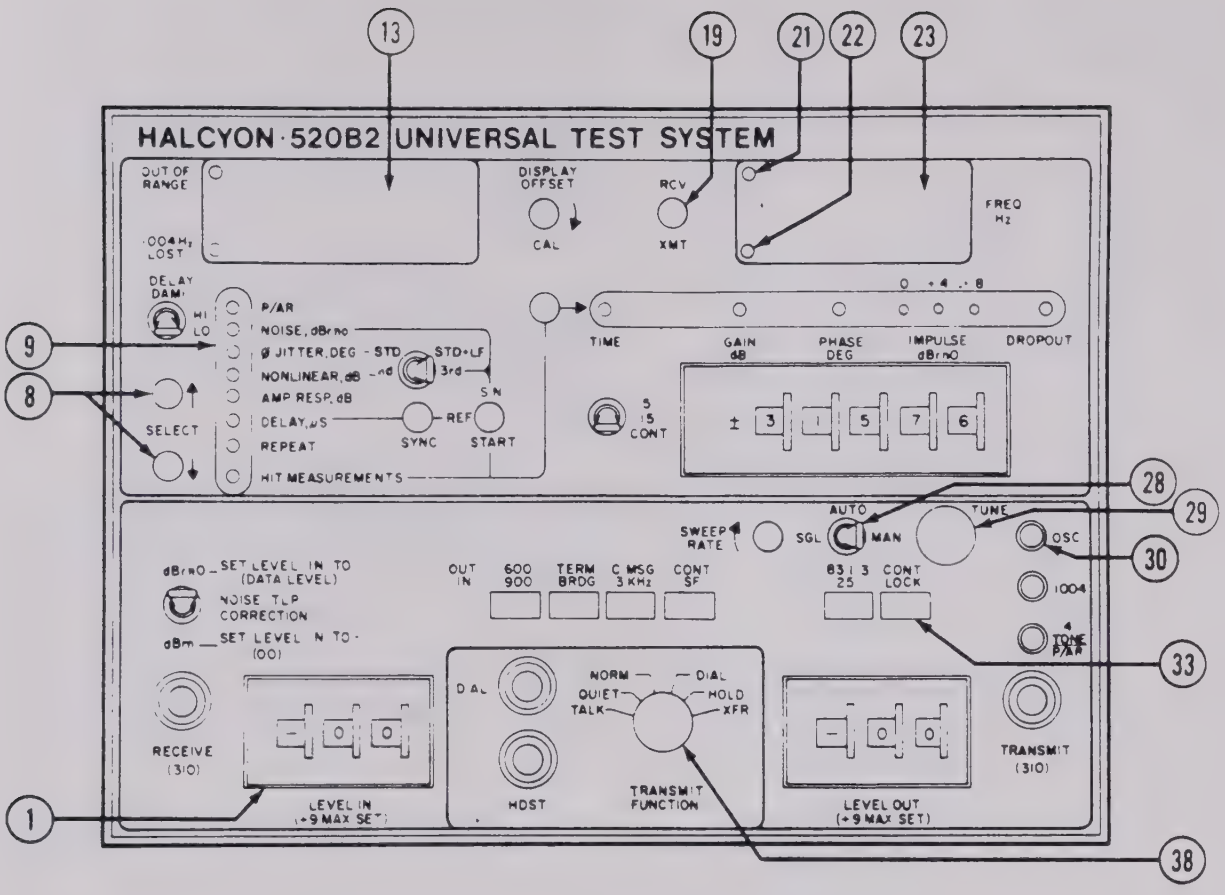

Figure 3-10. Circuit Loss Measurement Controls
(1) Near-End to Far-End Measurements. (See figure 3-10.) This test involves sending a 1004-Hz test tone to the far end where it will be measured by other test personnel. The procedure is as follows:
(2) Far-End to Near-End Measurements. (See figure 3-10.) To measure the 1000-Hz loss deviation, proceed as follows: